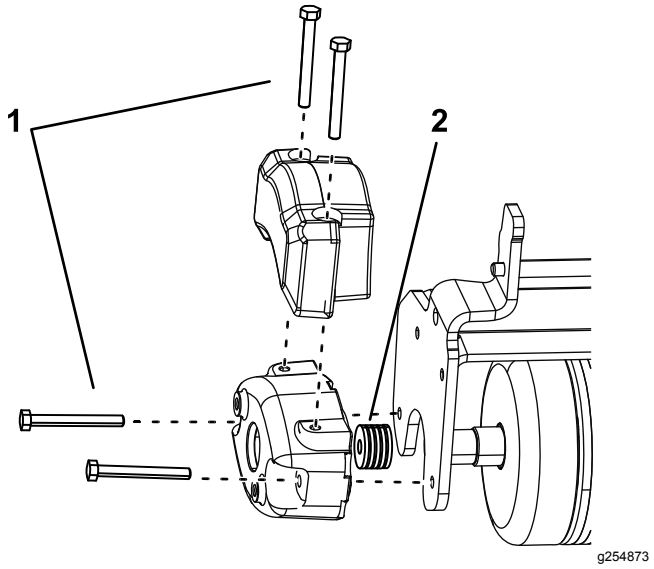

Figura 5
2. Instale 2 pernos (5/16"-18 x 2¾") como se muestra en la Figura 5.
3. Instale 4 espaciadores (3 mm) en cada perno, entre el contrapeso y la placa lateral del rodillo triple (Figura 5).